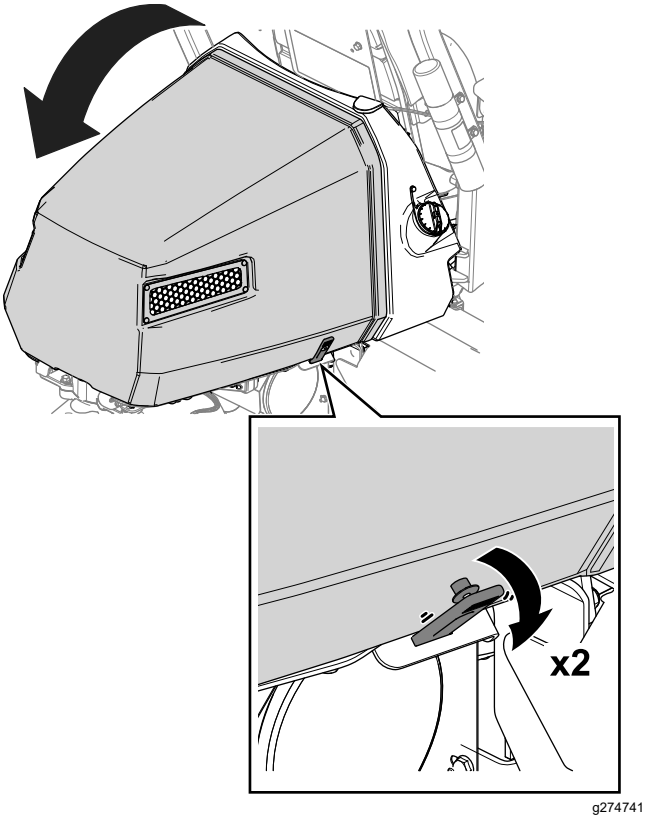

Figura 40
1. Liberte as correias de cada lado do capot (Figura 40).
2. Eleve o capot (Figura 40).